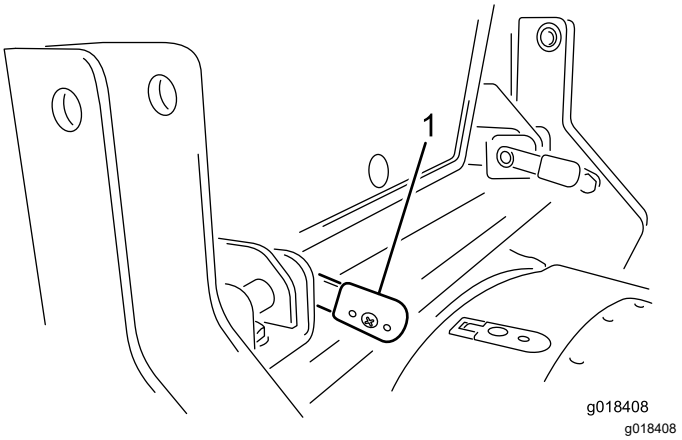

Figure 25
5. Rotate the latch-pin handles horizontal (Figure 25), and secure the latch pins with the 2 hairpins.